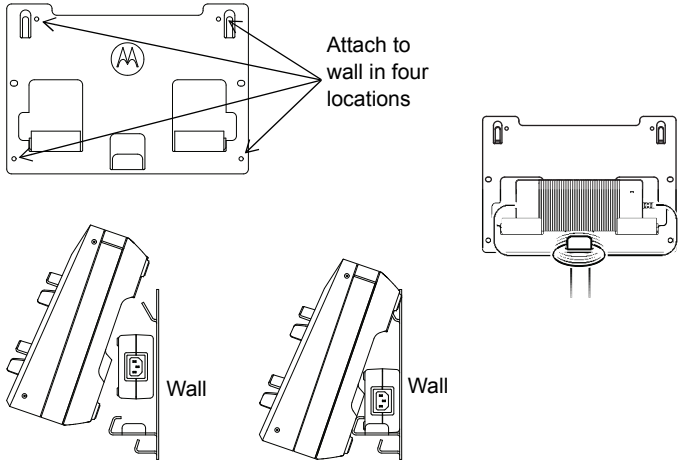

Figure 17: Mounting Multi-Unit Charger to wall bracket
4. Hang the Multi-Unit Charger on wall bracket as shown in Figure 17.